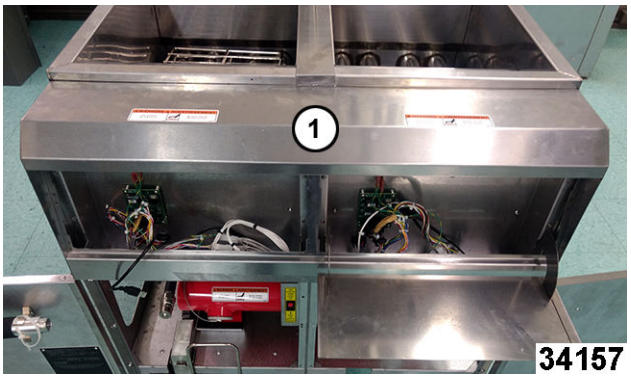

Fig. 34
6. Lift up and out to remove bullnose (1, Fig. 34 and Fig. 35).